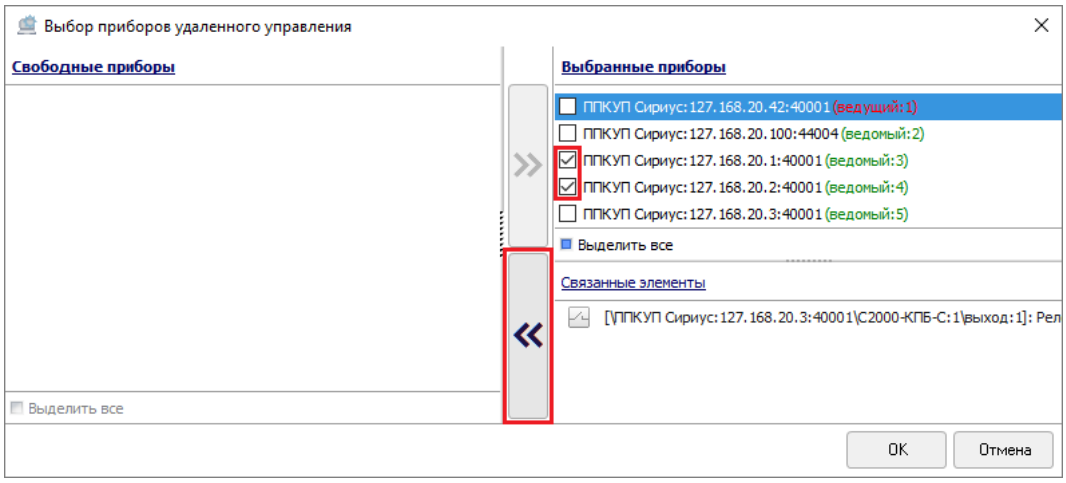

Рисунок 6-270 Выбор ППКУП "Сириус" для отмены межпанельной связи кнопкой переноса
- установите флаги в чекбоксах слева от соответствующих ППКУП «Сириус» в области «Выбранные приборы» (чтобы установить/снять флаги для всех ППКУП «Сириус» установите/снимите флаг в чекбоксе «Выделить все» в нижней части области «Выбранные приборы») и нажмите кнопку переноса (см. Рисунок 6-270);